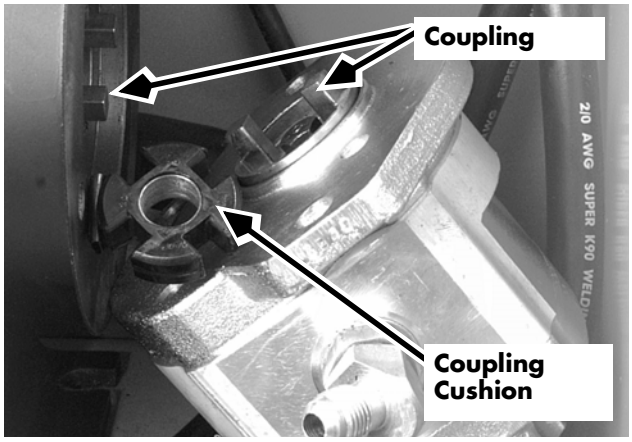

Figure 7-187: Steering Pump with Coupling
6. Remove two (2) mounting bolts and pull the pump off. Remove the rubber coupling cushion. See Figure 7-187 on page 7-207.